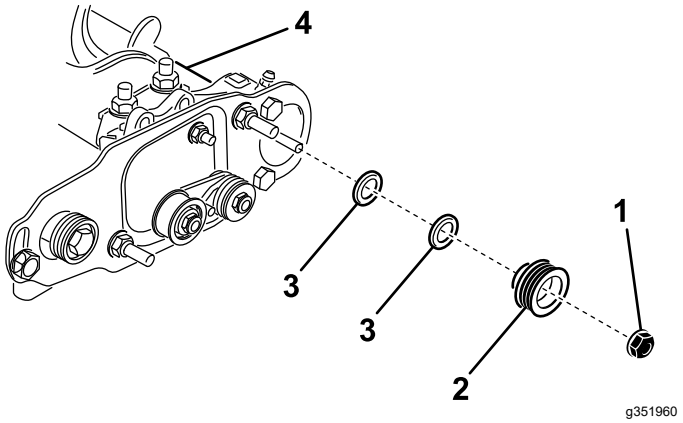

Figur 25
3. Fjern låsemutteren som fester den drevne remskiven til børsteakselen (Figur 24 eller Figur 25).
4. Fjern den drevne remskiven fra akselen (Figur 25).
5. Hvis remskiven må flyttes utover, legg til en 0,8 mm tykk skive (Figur 25).